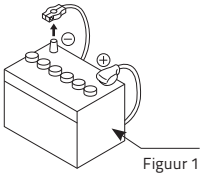

Figuur 1
3. Zorg ervoor dat de batterij **–** is losgekoppeld voordat u begint. Dit om kortsluiting tijdens de installatie te voorkomen. (Figuur 1)